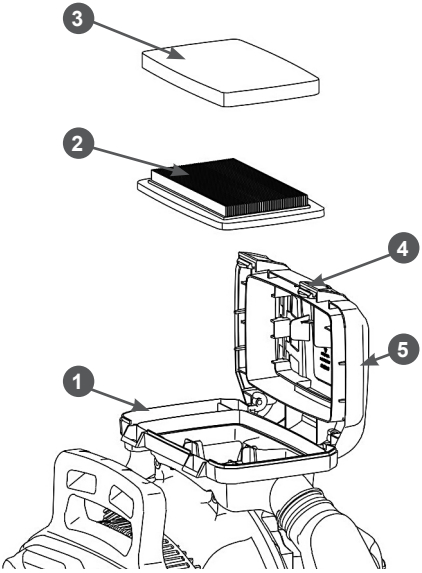

Рис. 12. Конструкция воздушного фильтра
1. Нажмите на защелки 4 и откройте крышку воздушного фильтра 5 (Рис. 12).
2. Извлеките из опоры фильтрующие элементы 2, 3 (Рис. 12).
5. Очистите от загрязнений крышку 5 и опору 1 воздушного фильтра (Рис. 12).